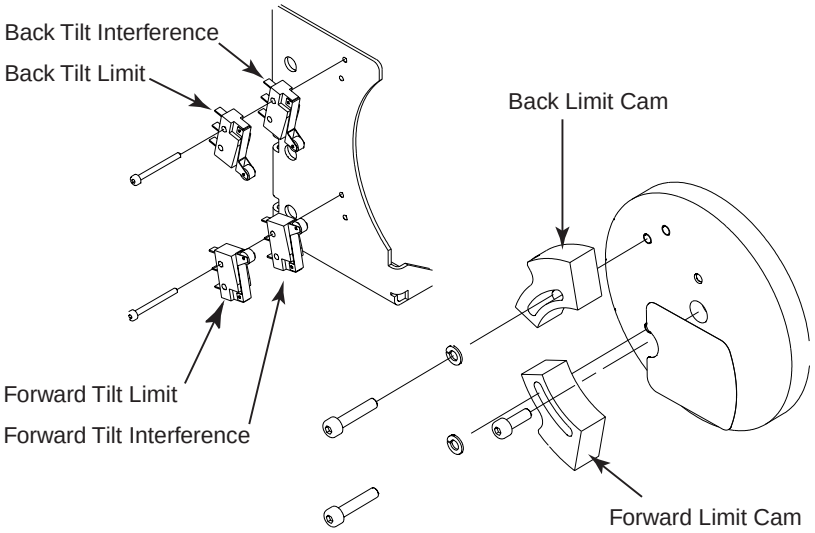

Figure 8-22 Tilt Limit/Interference Cam Adjustment
4.) Remove Back Limit Cam and adjust Back Interference Cam to actuate the Back Tilt Interference Switch. (Use a DVM set to DC volts to monitor the switch activation). See Figure 8-22.
7.) Remove the Forward Limit Cam and adjust the Forward Interference Cam position to just actuate the Forward Tilt Interference Switch. (Use a DVM set to DC volts to monitor the switch activation). Reference Figure 8-22.
11.) Install the Forward Limit Cam and adjust position to just actuate the Forward Tilt Limit Switch. (Use a DVM set to DC volts to monitor the switch activation). Refer to Figure 8-22.
14.) Install Back Limit Cam and adjust to actuate Back Tilt Limit switch. (Use a DVM set to DC volts to monitor the switch activation). Refer to Figure 8-22.